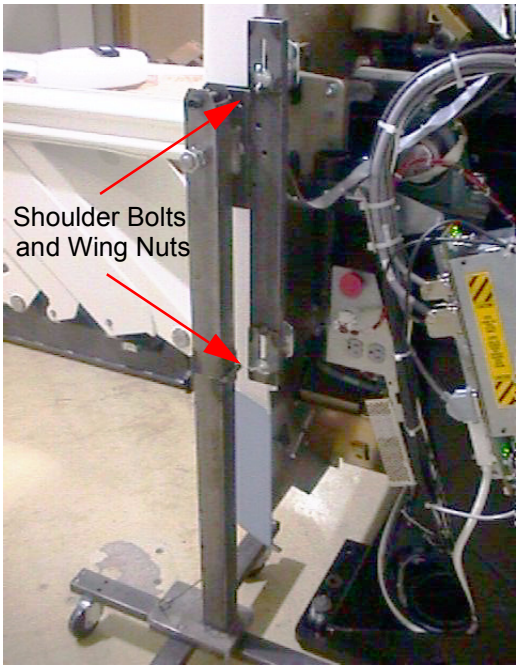

Figure 8-62 Front Side Dolly
a.) Tighten the two (2) shoulder bolts to the gantry securely. This will make cover installation easier. See Figure 8-62.